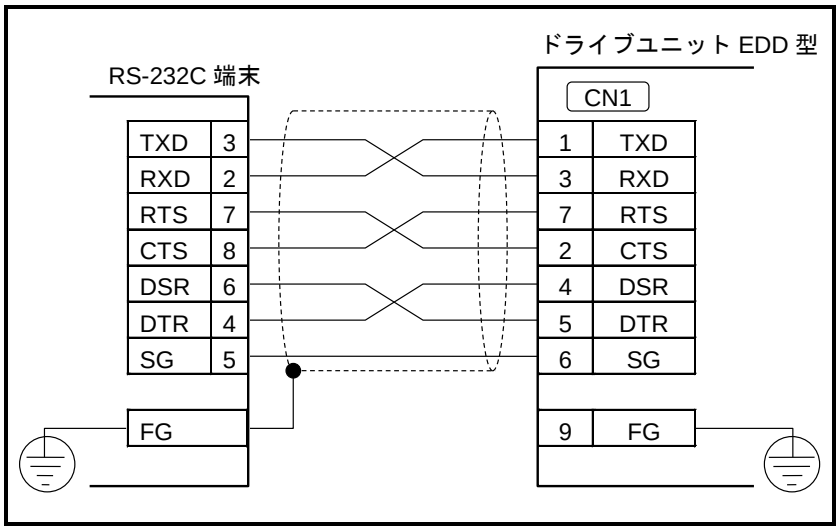
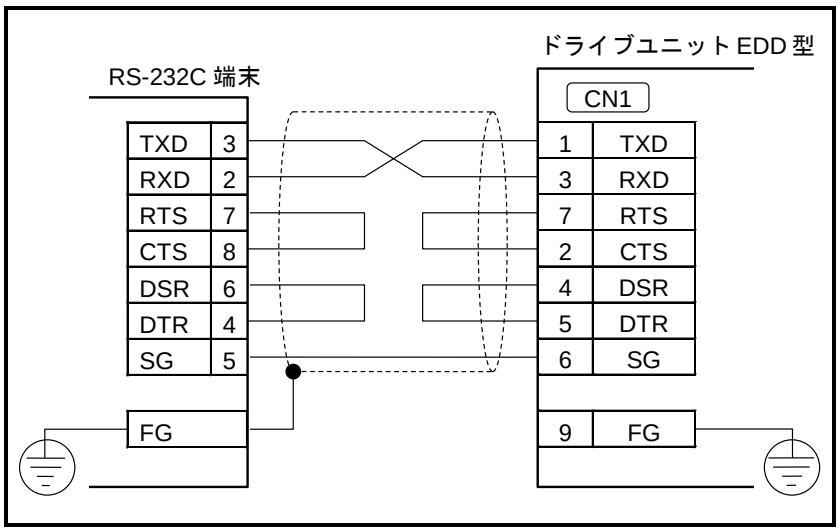

図 A-24：RS-232C の配線，フロー制御あり
図 A-25：RS-232C の配線，フロー制御なし
- 「図 A-24：RS-232C の配線，フロー制御あり」，「図 A-25：RS-232C の配線，フロー制御なし」は RS-232C 端末として DOS／V 互換機（D-sub9 ピンコネクタ）との接続時の配線例です.